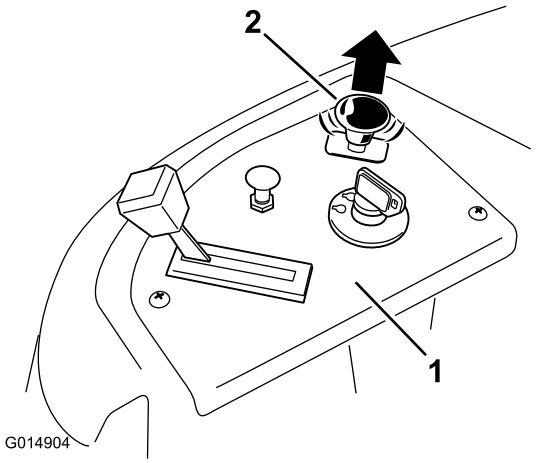

**Figur 15**
3. Dra knivkontrollbryteren opp for å bevege den til På-stilling, og aktivere knivene (Figur 15).